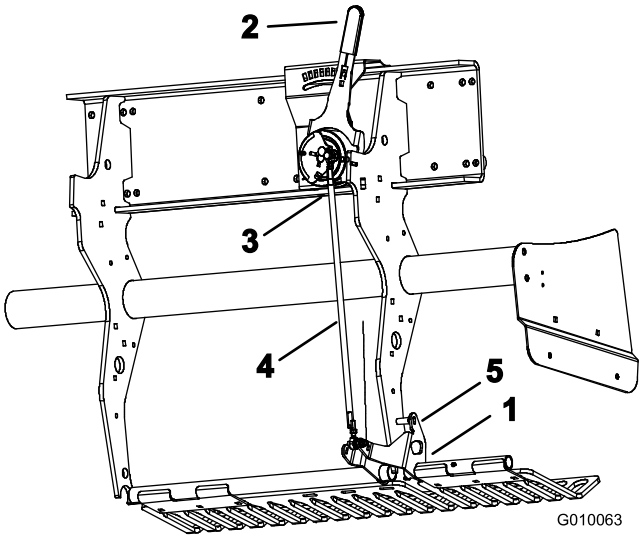

Figur 58
1. Drej det venstre plæneafskærmningsmonteringsbeslag (Figur 58) op, indtil der kan sættes en låsestift (5/16 borestang eller bolt) ind mellem beslaget og det dybdeindstillingsrør, der er svejset fast på rammen.
2. Flyt håndtaget til indstilling af tinedybden (Figur 58) til H-positionen (dybeste).
3. Afbryd den udvendige kuglekontakt (Figur 58) fra ledningsnettet (hoved lavt-kontakt).
4. Løsn kontramøtrikker (venstre og højre) på dybdejusteringsforbindelsesstangen (Figur 58).